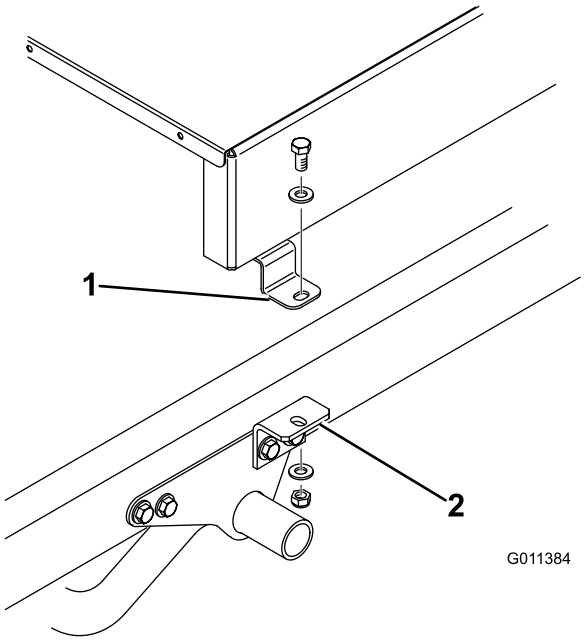
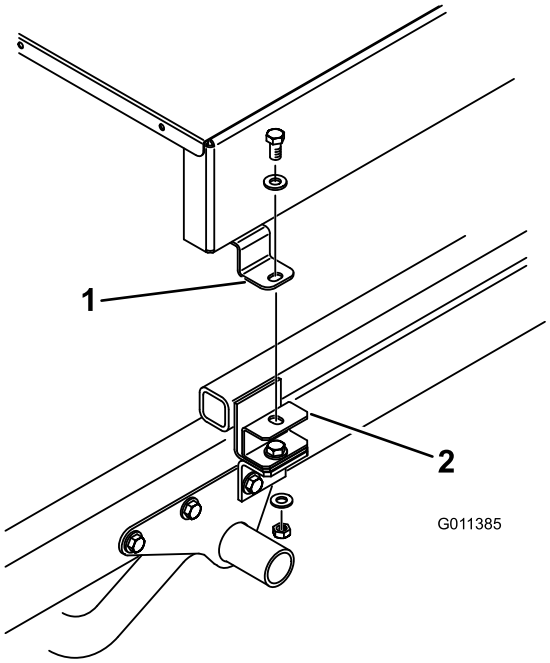

**Figuur 9**
**Figuur 10**
7. Bevestig de bovenkant van de werktuigbeugels (Figuur 9) of tussenring (Figuur 10) losjes aan de montagelip aan elke kant van de TopDresser met een 1/2 x 1 inch tapbout, (2) platte ringen en borgmoeren. Draai alle bevestigingen vast.